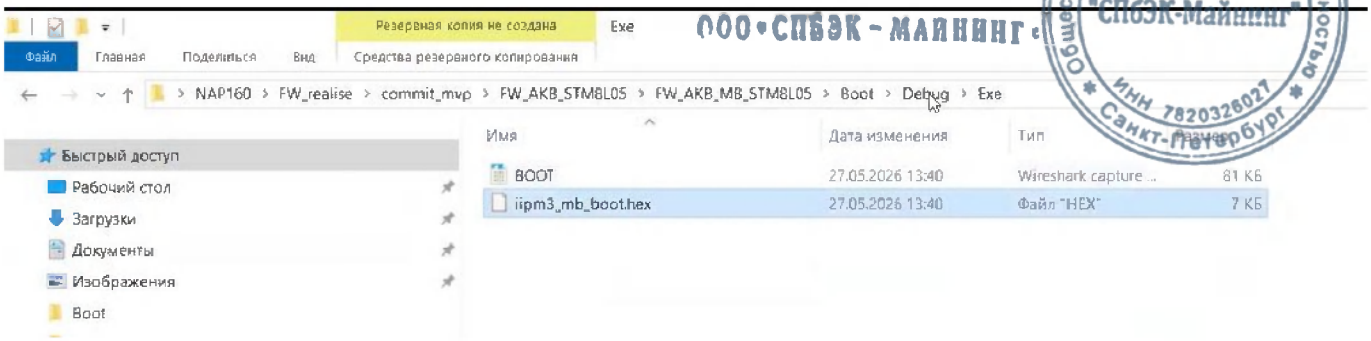

Рисунок 27
4.5.5 Файл iipm3_mb_boot.hex будет создан в директории: C:\Рабочий стол\NAP160\FW_realise\commit_mvp\FW_AKB_STM8L05\FW_AKB_MB_STM8L05\Boot\Debug\Exe (Рисунок 27).